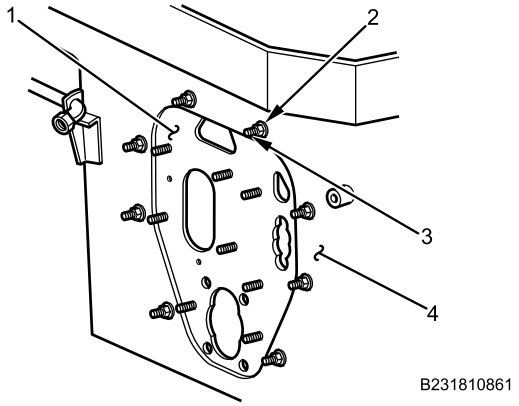

Figure 1. DCM Bracket Assembly.
1. Remove eight nuts (Figure 1, Item 2) from DCM bracket assembly studs (Figure 1, Item 3).
2. Remove DCM bracket assembly (Figure 1, Item 1) from firewall (Figure 1, Item 4).